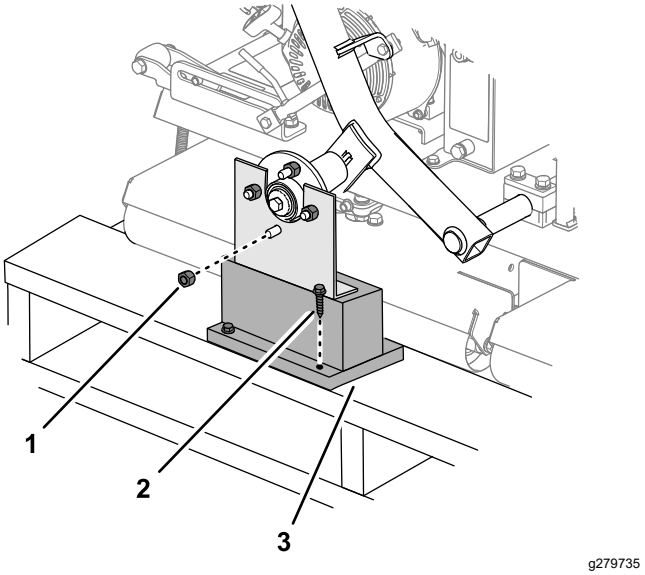

**Рисунок 3**
1. Снимите зажимные гайки, крепящие ступицы колес к транспортировочным кронштейнам (Рисунок 3).
2. Отверните другую зажимную гайку, навернутую на шпильку ступицы колеса (Рисунок 3).
3. Отверните глухари, крепящие транспортировочные кронштейны к поддону, и снимите кронштейн (Рисунок 3).